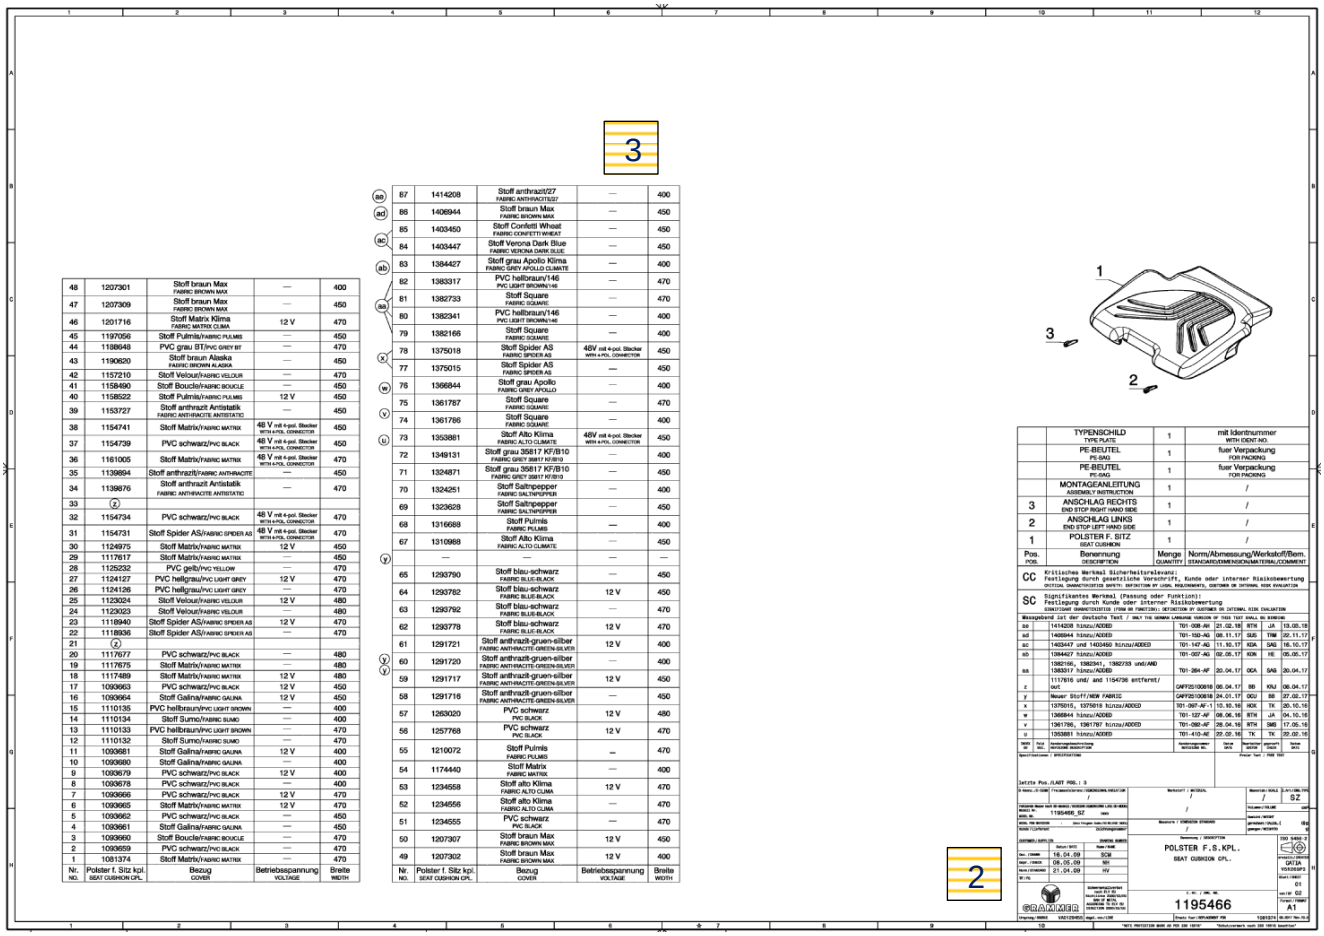

Figure 6.5.2
- The collective drawings for spare part kits 2 (*Figure 6.5.2*) consist of an image part with position numbers, a table describing the positions and a table of collective variants. 3